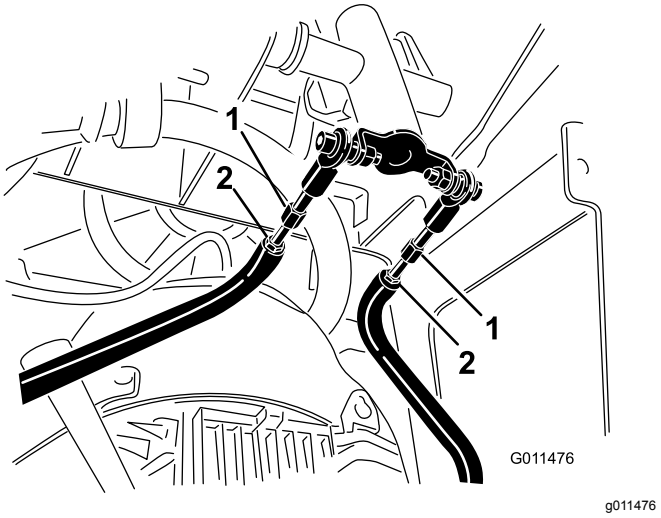

Figuur 54
D. Draai de contramoeren op de tractiestangen onder het bedieningspaneel los (Figuur 54).